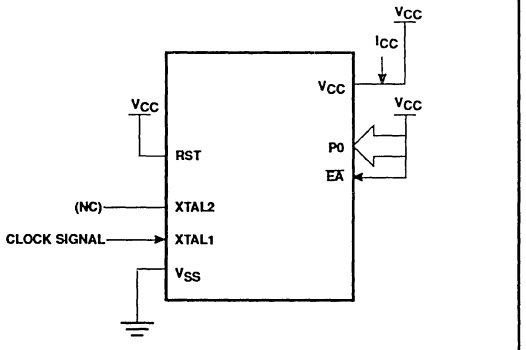

Figure 13. I_{CC} Test Condition, Active Mode
6. See Figures 13 through 16 for I_{CC} test conditions.